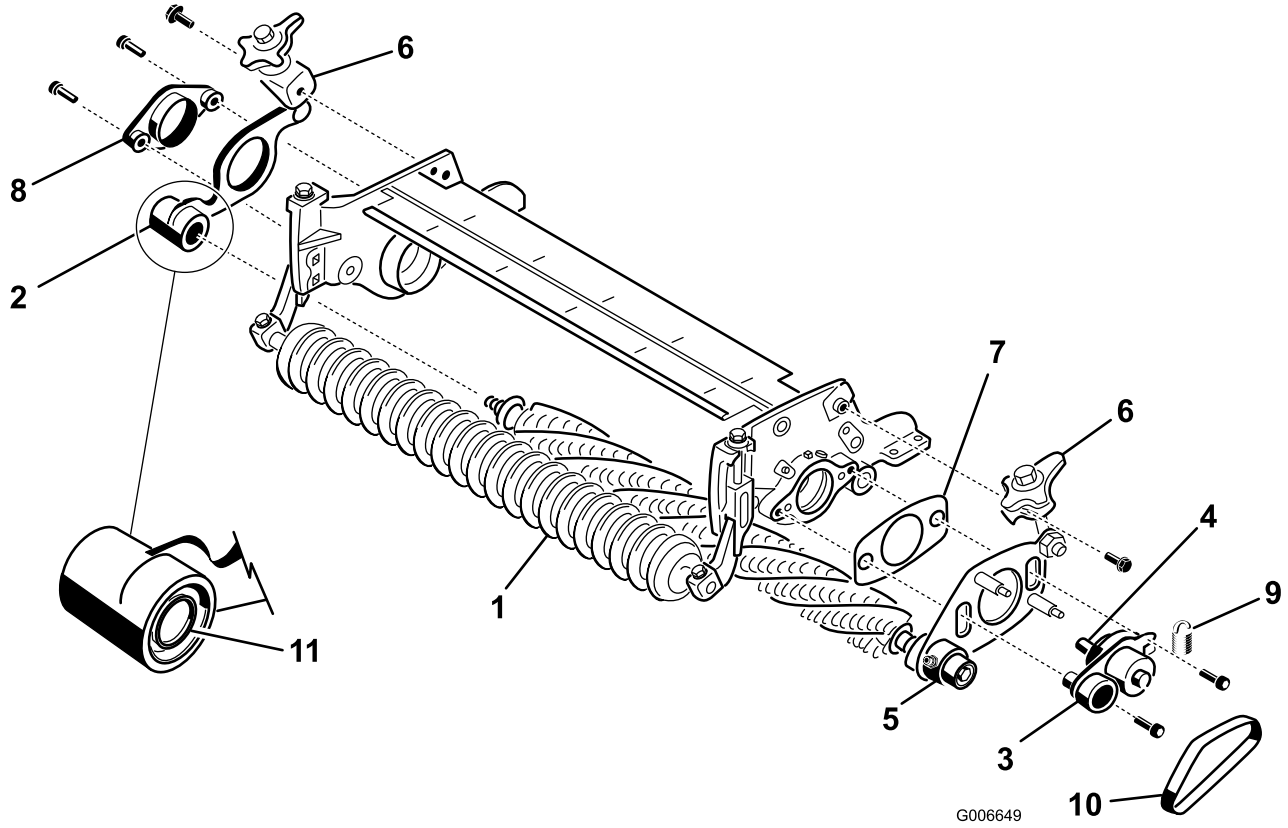

図 24
21. グルーマアセンブリの**非駆動側**に、グルーマプレートを取り付ける グルーマシャフトアセンブリから離して取り付けること図 24。
23. 3/8 x 1 in ソケットヘットねじ2本を使って、カッティングユニットの駆動側にピボットハブ、駆動側グルーマプレート、およびシムを取り付ける図 24。取り付ける前に、ネジ山部分にロクタイト青を塗りつける。
24. グルーマシャフトに非駆動側グルーマプレートを取り付ける図 24。シールスプリングを落とさないように注意すること。
25. 3/8 x 1 in ねじ2本を使って、非駆動側ピボットハブを、カッティングユニットのサイドプレートに取り付ける図 24。取り付ける前に、ネジ山部分にロクタイト青を塗りつける。
27. 3/8 x 3/4 in フランジヘッドボルトを使って、クイックアップレバーアセンブリをサイドプレートに取り付ける図 24。
28. プーリにグルーマベルトを取り付ける図 24。ベルトのリブが、各プーリの溝にきちんとはまるように取り付けること。